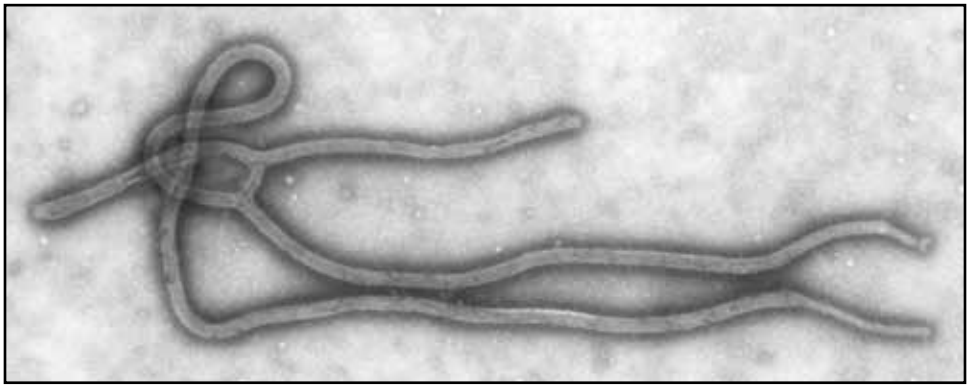

Figure 4.48 Viruses such as this Ebola virus are not capable of independent growth.
- **Viruses** — *Viruses* are living organisms that are much smaller than most bacteria **(Figure 4.48)**. Unlike bacteria, viruses are not capable of the basic metabolic functions necessary for independent growth. They require living cells in which to replicate. Examples of viruses include smallpox, Venezuelan equine encephalitis (VEE), and viral hemorrhagic fever (VHF).